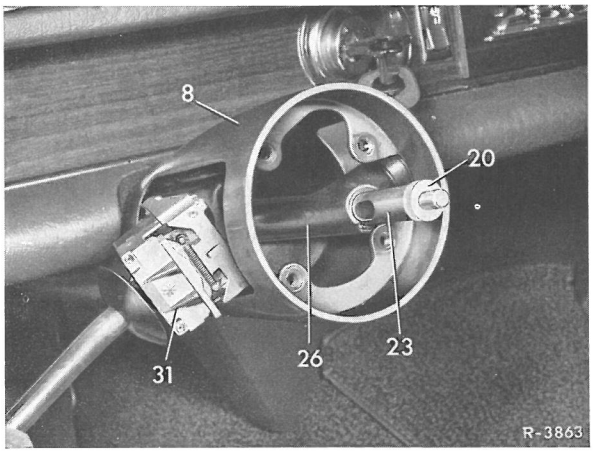

Fig. 46-7/4
15 Ringkuglelejet (13) indsættes i lejepladen (16) og sikres med låsering (14) (fig. 46-7/2).